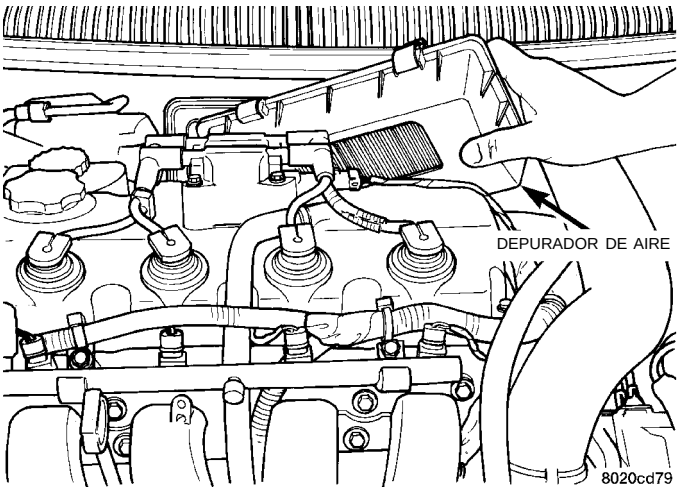

Fig. 105 Desmontaje/instalación de la caja delantera y el elemento del depurador de aire
(2) Suelte los sujetadores de la parte superior de la caja del depurador de aire. Haga girar la parte frontal de la caja y levántela luego para separarla de la caja del depurador de aire (Fig. 105).
(3) Retire el elemento del depurador de aire de la caja (Fig. 105).